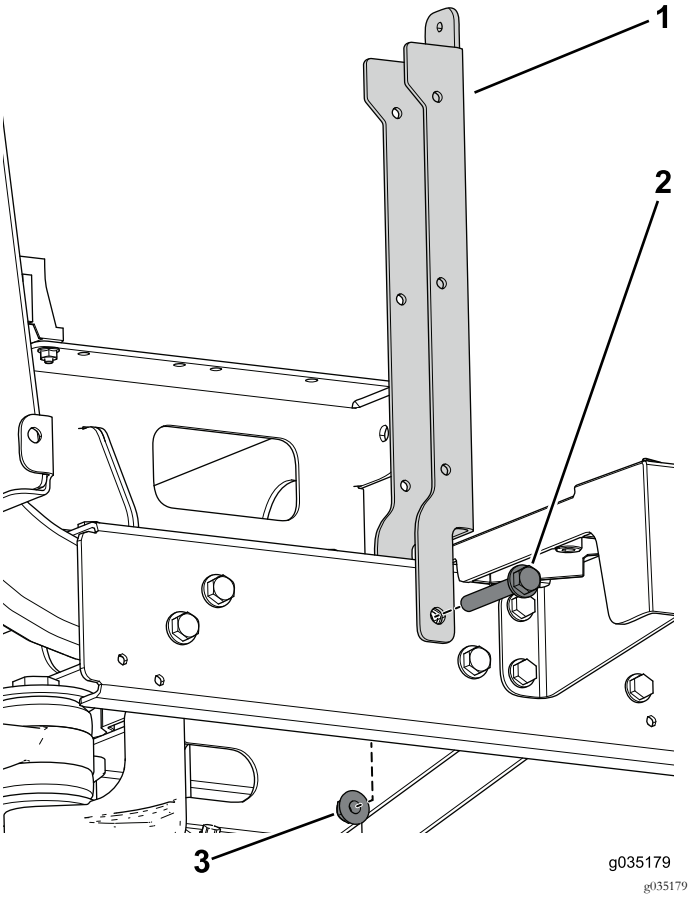

Рисунок 84
4. С помощью фланцевого болта (3/8 x 2-1/2 дюйма) и фланцевой гайки прикрепите опору сиденья (Рисунок 84).